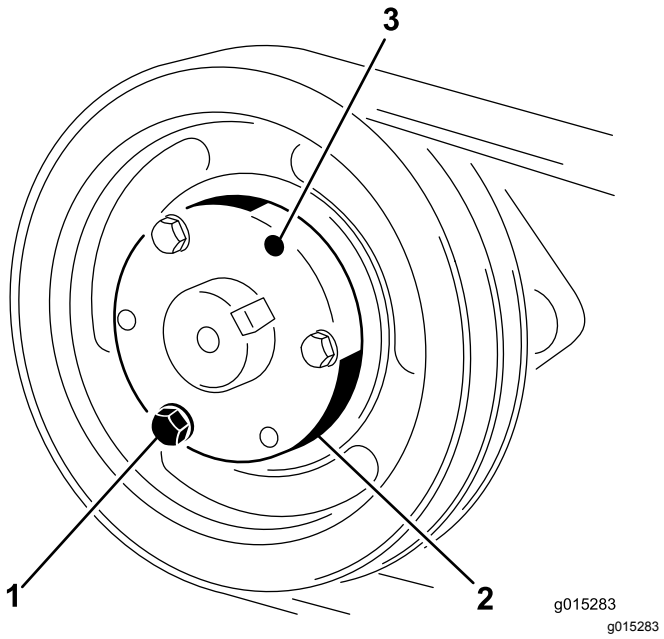

Figur 26
1. Fjern boltene og sikringsskiverne en ad gangen, og skru dem i de tilstødende huller (Figur 26).